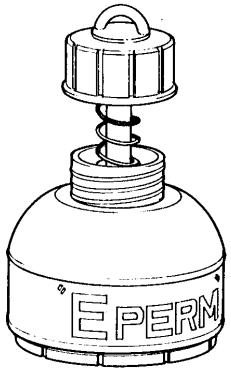

Figure 7. Détecteur E-Perm.
- **Chambres d'ionisation avec électret** - Il s'agit d'une cartouche de plastique renfermant un disque appelé un «électret» doté d'une charge électrostatique (voir la **Figure 7**). C'est le changement de la charge de l'électret qui permet de déterminer les teneurs en radon lorsqu'on expose l'appareil à l'air ambiant. Il existe deux types d'appareils selon la période d'exposition : le premier pour les mesures à court terme, qui s'étendent de quelques jours à quelques semaines et l'autre, pour celles à long terme, soit de plusieurs semaines à quelques mois.